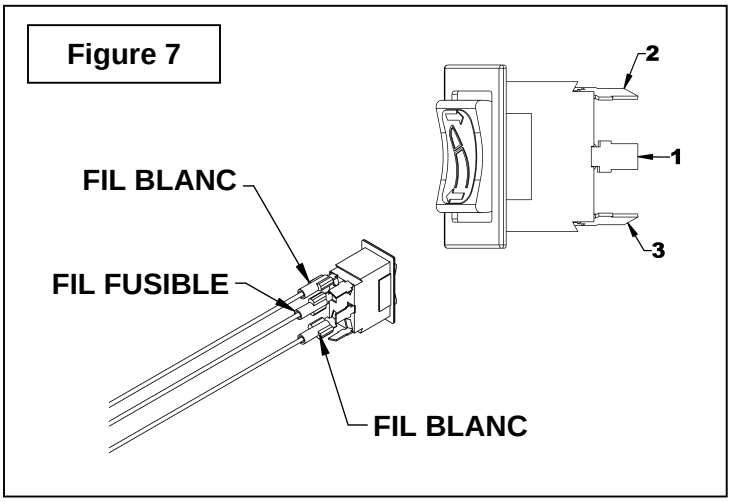

Figure 7
16. Figure 7: Connecter le fil fusible à la lame 1 (item 1) - au centre, un fil blanc à la lame 2 et l'autre à la lame 3 de l'interrupteur.